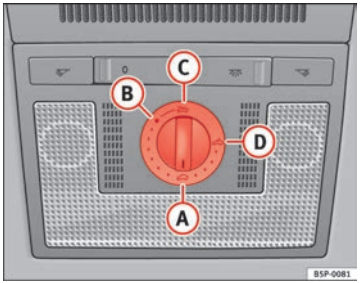

Fig. 71 Roof lining description: sliding/tilting sunroof rotary knob
If the sliding/tilting sunroof has been opened again by the roll-back function, it can be closed only by pressing the rotary button at the front in position (A) ⇒ Fig. 71 until the sliding/tilting sunroof has closed fully. **Please note that the sunroof will now close without the roll-back function.** ■